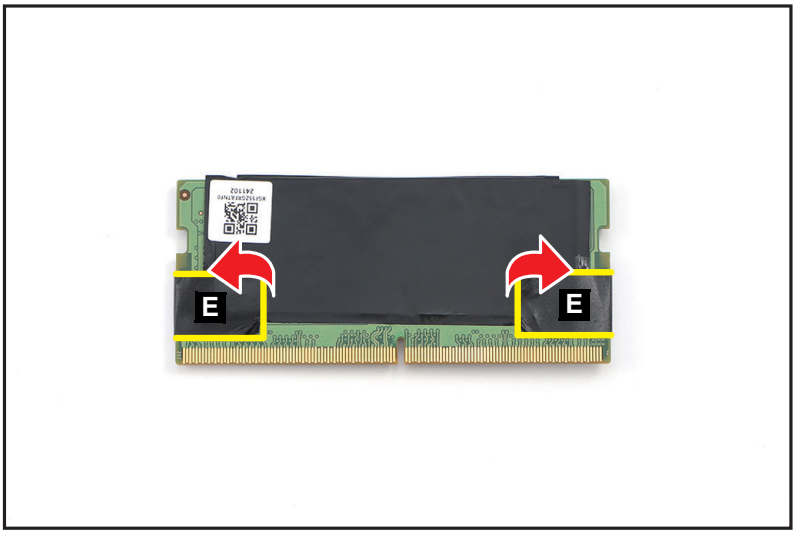

Figure 1-25. DIMM Module Removal
5. Detach the tabs (E) of the composite foil with mylar from the DIMM module as shown in Figure 1-25.